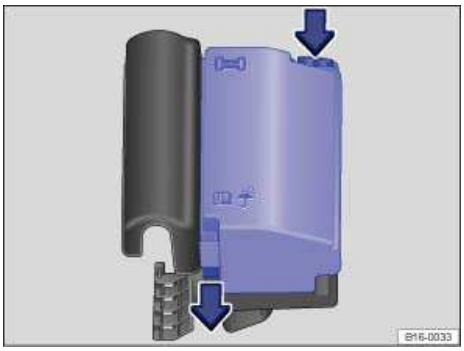

Fig. 179 In the engine compartment: Fuse box cover.
- Move the release tabs in the direction of the arrows ⇒ fig. 179 to unlock the fuse box cover.